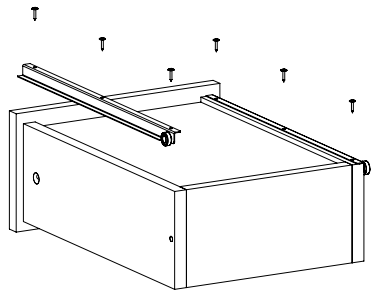

Рис.11
18. Закрепить полозки направляющих на ящик шурупами 3,5х16 (Рис. 11).